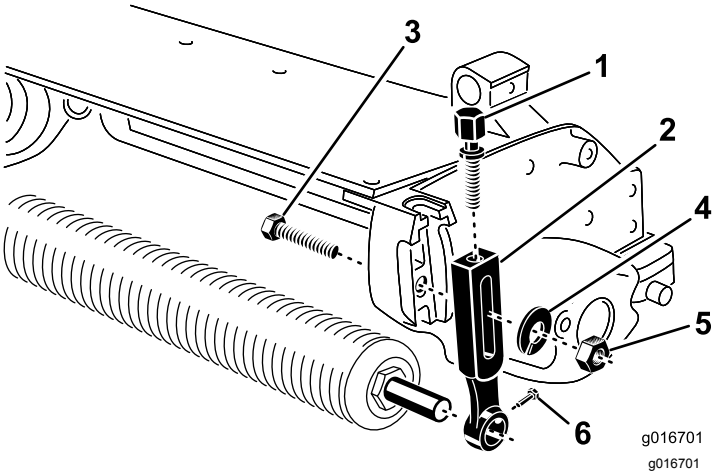

Figur 1
1. Fjern plogskruen, skiven og mutteren som fester én av klippehøydearmene (HOC) til klippeenhetens sideplate (Figur 1).
2. Løsne valsemonteringsskruene i HOC-armene (Figur 1).
3. Før klippehøydearmen av valseakselen (Figur 1).